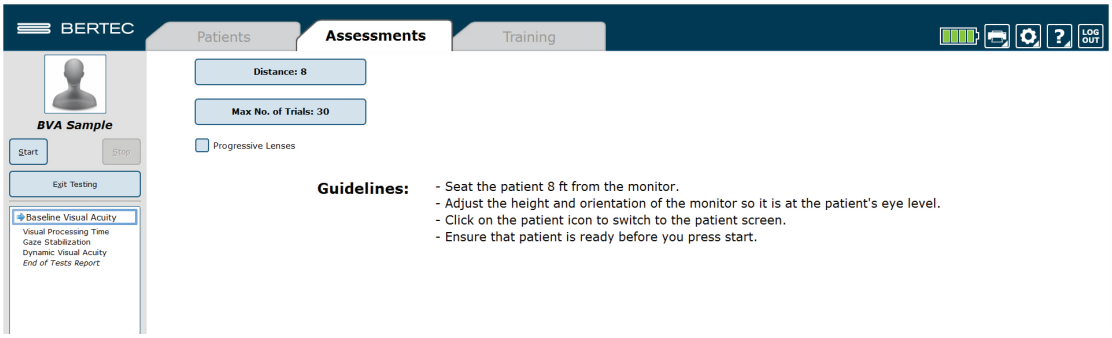

Figura 19.  Pantalla del facultativo
4. La pantalla del facultativo (Figura 19) para la primera prueba de la lista debería aparecer ahora.
b. Si la pantalla del paciente no aparece, haga clic en F12 en el teclado o en la imagen del paciente en la esquina superior izquierda de la pantalla (véase la Figura 19).